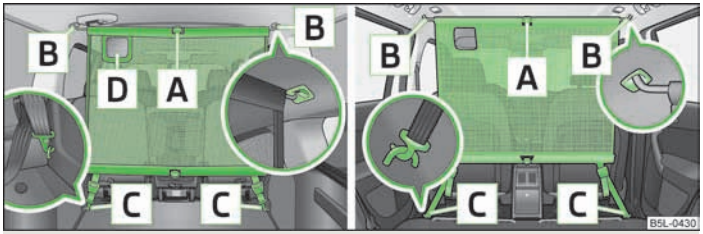

图 61 在后座椅后/前座椅后面使用隔离网
- 将横拉杆首先在一侧插入支座 B » 图 61 中，然后向前按压。以相同方式将横拉杆在另一侧插入支座 B 中。
- 松开两侧的固定带，摘下卡宾钩 C » 图 61。
- 按压关节 A » 图 61 的红色按钮 - 关节自动松开。
隔离网内的开口 D » 图 61 用于穿过三点式安全带 » 第 143 页。